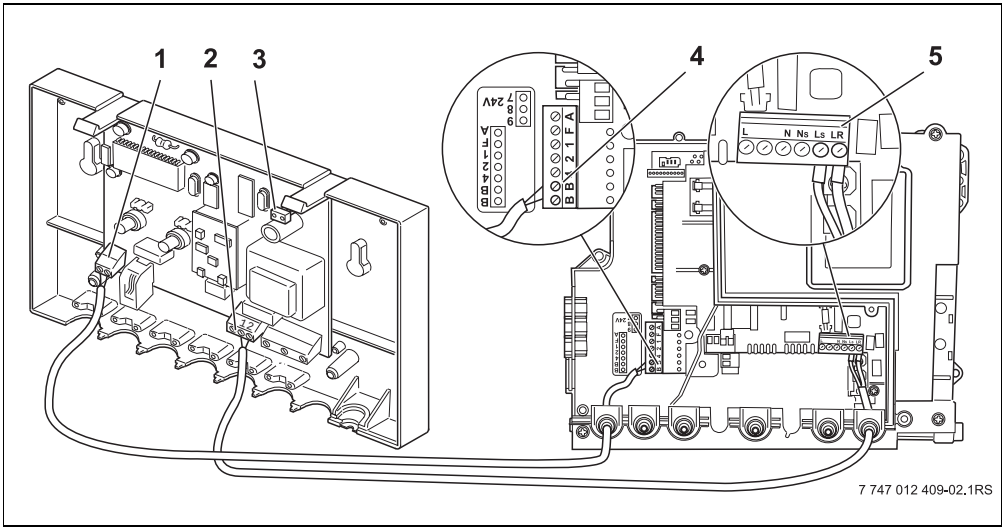

Rys. 4 Połączenia umożliwiające współpracę z Heatronic 3 na kotle.
- Heatronic 3 (→ rys. 4, str. 35) podłączyć zgodnie ze schematem połączeń.
- Tulejkę gumową (1) naciągnąć na przewód.
- Dokręcić właściwie dławiki (2).